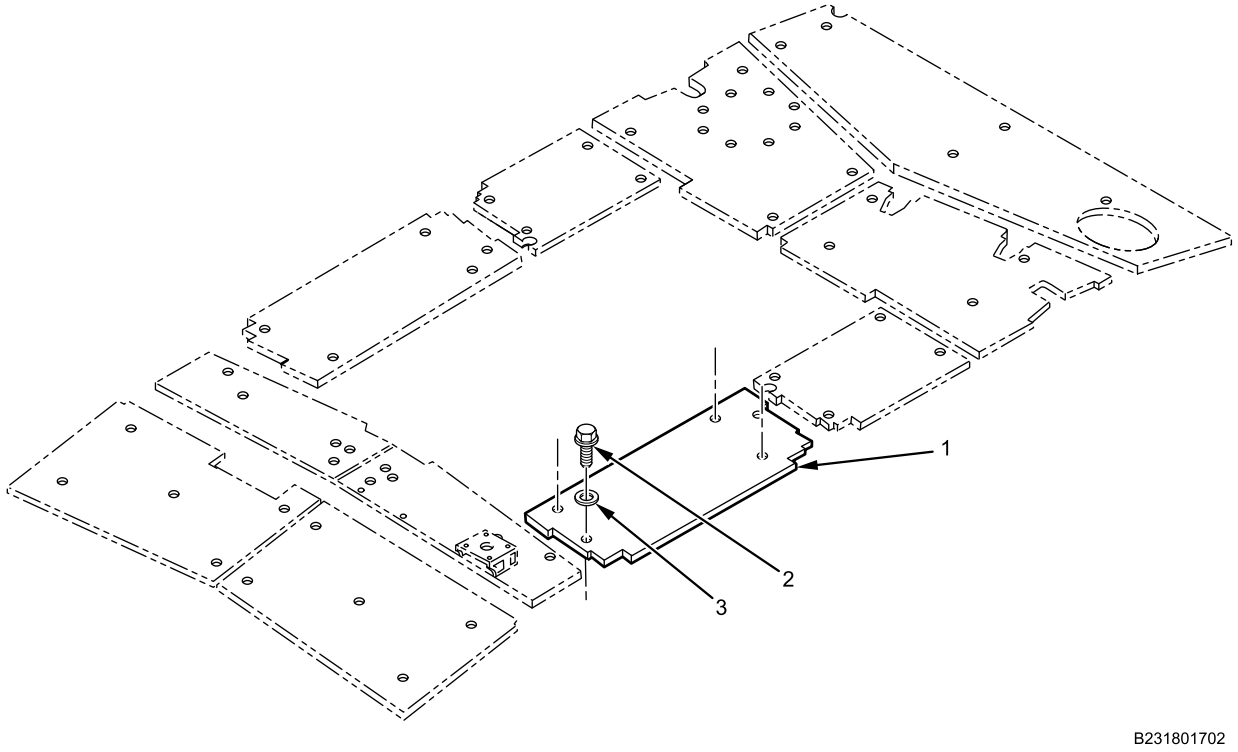

Figure 1. Roof Armor Middle Front Panel.
1. With assistant, remove four bolts (Figure 1, Item 2) and washers (Figure 1, Item 3) from middle front roof armor panel (Figure 1, Item 1). Remove armor panel (Figure 1, Item 1).